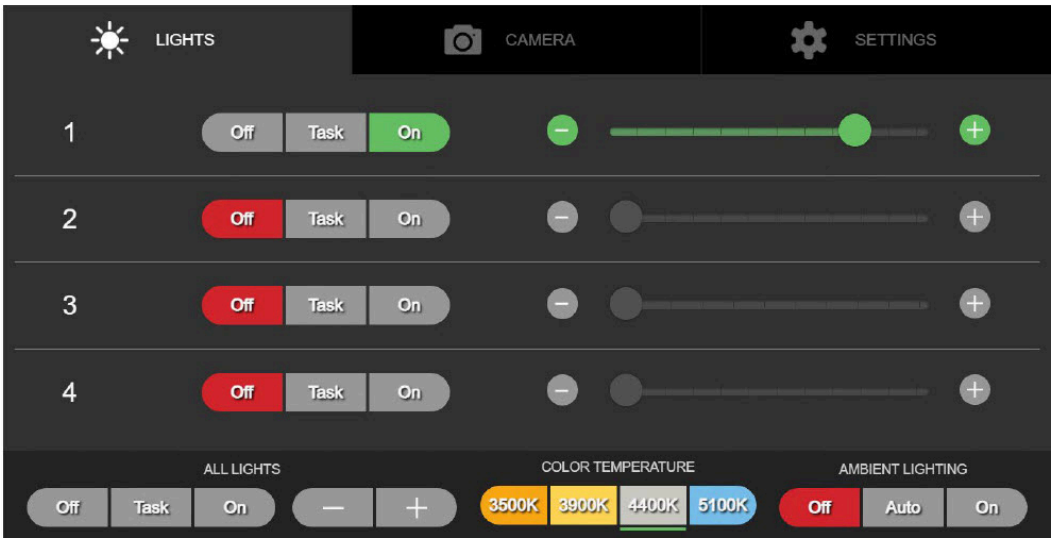

Figura 6-5. Aumente o disminuya la intensidad de la luz con el control deslizante
2. Cada cuerpo de lámpara puede ajustarse desde la intensidad 0 (apagado) hasta la intensidad 10 (máxima) mediante el control deslizante. Hay un control deslizante para ajustar cada cuerpo de lámpara de forma individual. Consulte la *Figura 6-5*.
3. A la izquierda y a la derecha de cada control deslizante hay un botón (-) y (+), respectivamente. Estos botones se pueden utilizar para pasar por las intensidades del control deslizante en orden. Consulte la *Figura 6-5*.